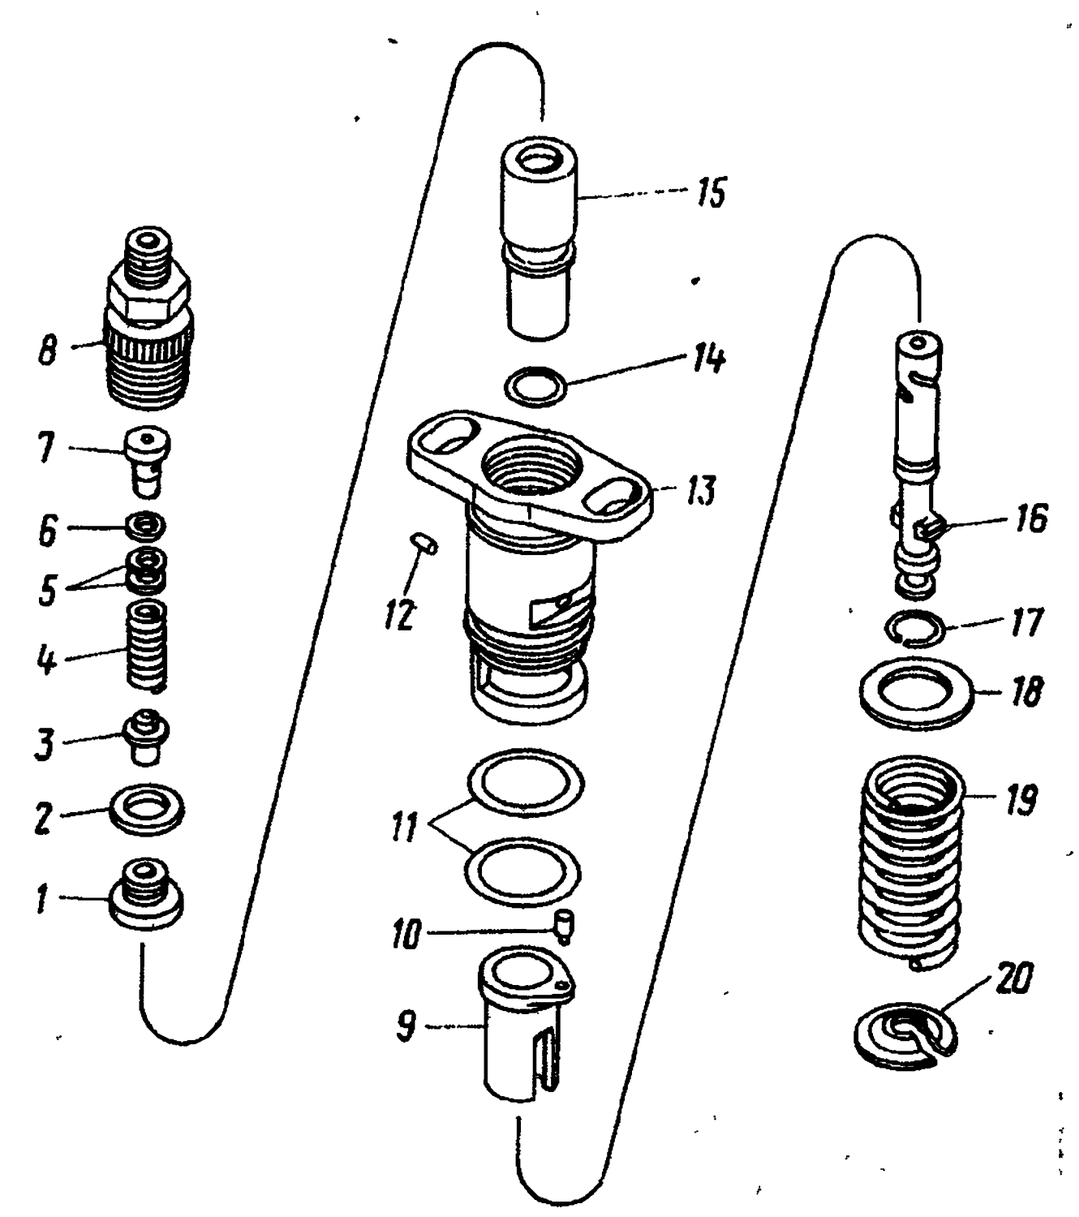
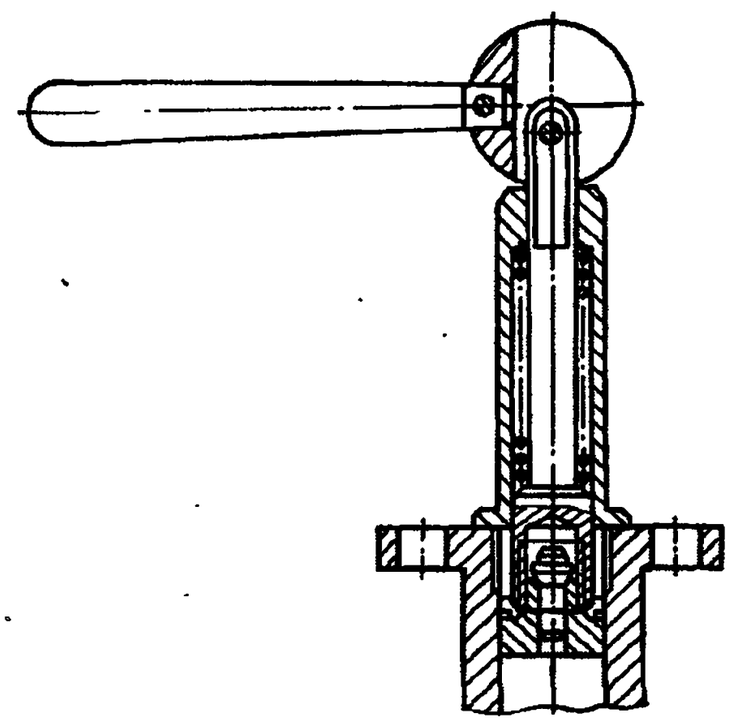

Рис. 84. Секция ТНВД в сборе:
Рис. 85. Снятие нагнетательного клапана
20. Отверните штуцер *8* (рис. 84) секции топливного насоса высокого давления, снимите упор *7* с пружиной *4*, снимите регулировочные шайбы *5*, снимите приспособлением (рис. 85) нагнетательный клапан *3* (см. рис. 84) с уплотнительной прокладкой *2* и корпус *1* нагнетательного клапана	Сменная головка 19 мм, вороток, приспособление